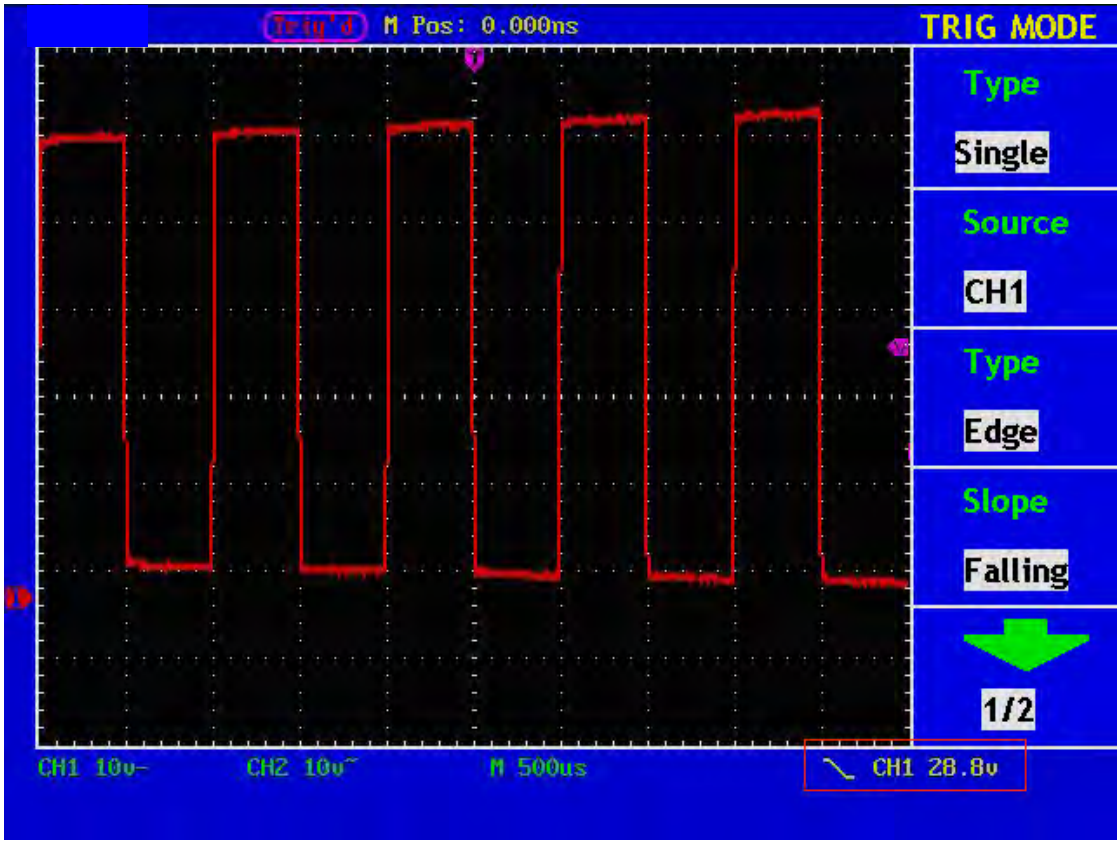

Fig. 28 Wave Form Triggered on the Falling Edge
8. Press the **F1** menu selection button and Press the **F4** menu selection button again，choose Falling for Slope. For the screen display, see Fig. 28.